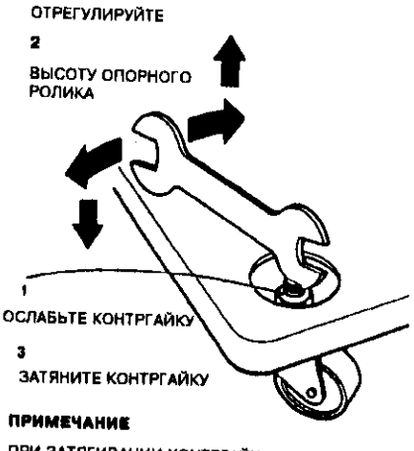

Рисунок 1. Регулировка колесиков (одинаковая для всех колесиков).
1. Установите сортер-финишер параллельно копировальному аппарату, регулируя соответствующие колесики (см. рисунок 1).